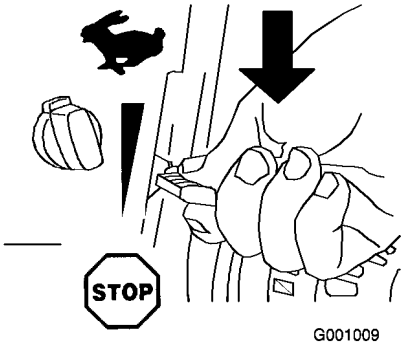

Figur 31
1. Flytta gasreglaget till läget Stop (Figur 31).